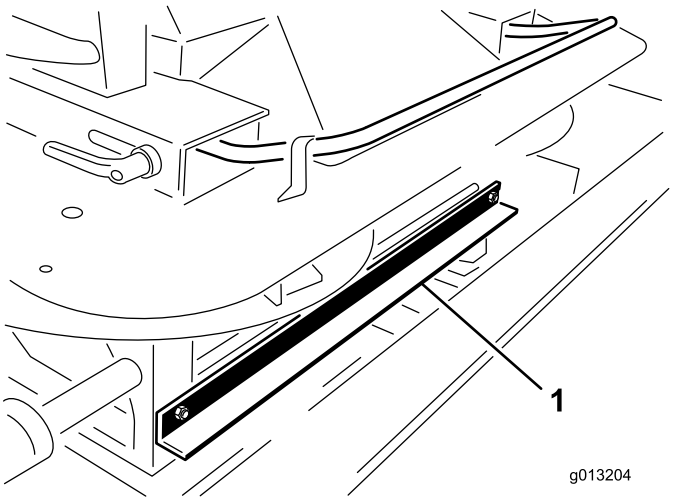

Rysunek 4
3. Z przodu podwójnego rozrzutnika odkręć dwie śruby i nakrętki 1/4 x 3/4 cala mocujące wspornik transportowy podnośnika ProPass do podwójnego rozrzutnika (Rysunek 4).